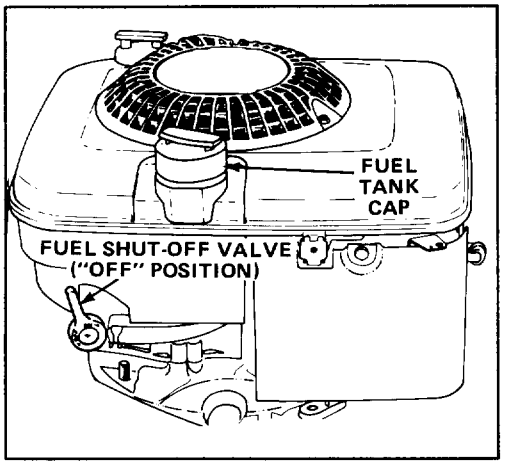

Figure 15
2. Turn the fuel shut-off valve to the OFF position (Fig. 15).